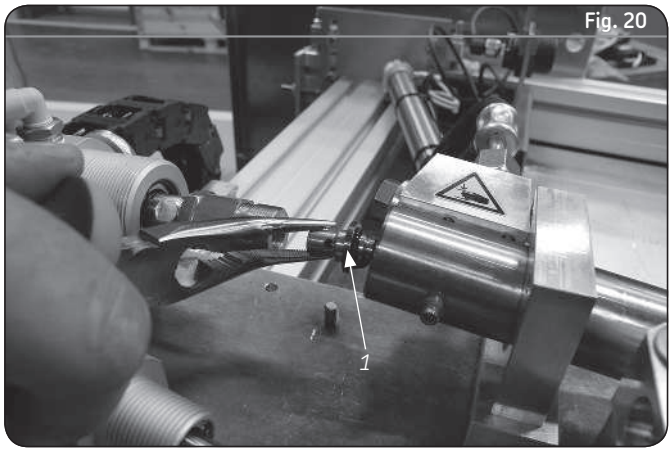

Fig. 20
- Retire el tope de dosificación (**→ 1 fig. 20**) con una pinza.